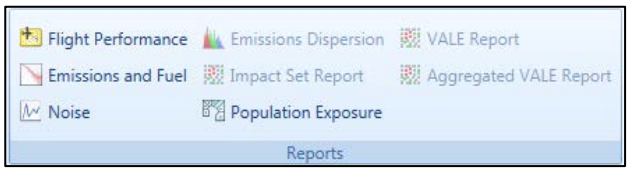

Figure 5-40 Ribbon Group – Reports
3. The *Reports* ribbon group is displayed (Figure 5-40).
2. From the *Reports* ribbon group, click *Flight Performance* (Figure 5-40). The graph is displayed.
2. From the *Reports* ribbon group, click *Emissions and Fuel* (Figure 5-40) to open the report.
2. From the *Reports* ribbon group, click *Noise* (Figure 5-40) to open the report.